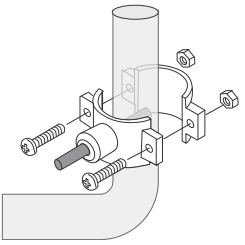

Figure 9
c. Slip the front plate over one end of the tubing (without a mark) and insert the tubing into the drilled hole for about 0.6" **(Figure 9)** .